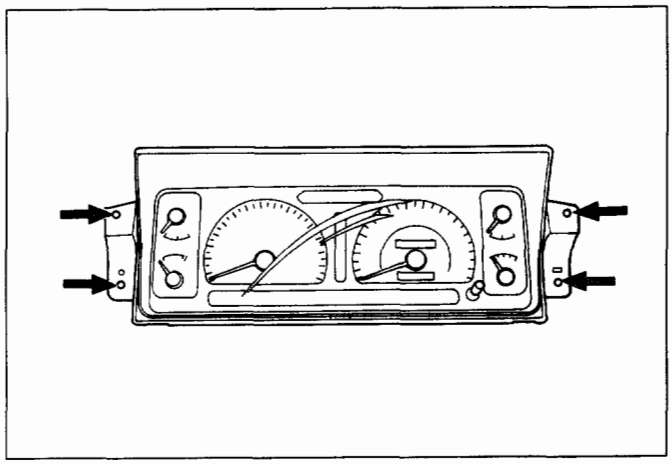

Fig. 10-17
12. Meter assembly (Fig.10-17)